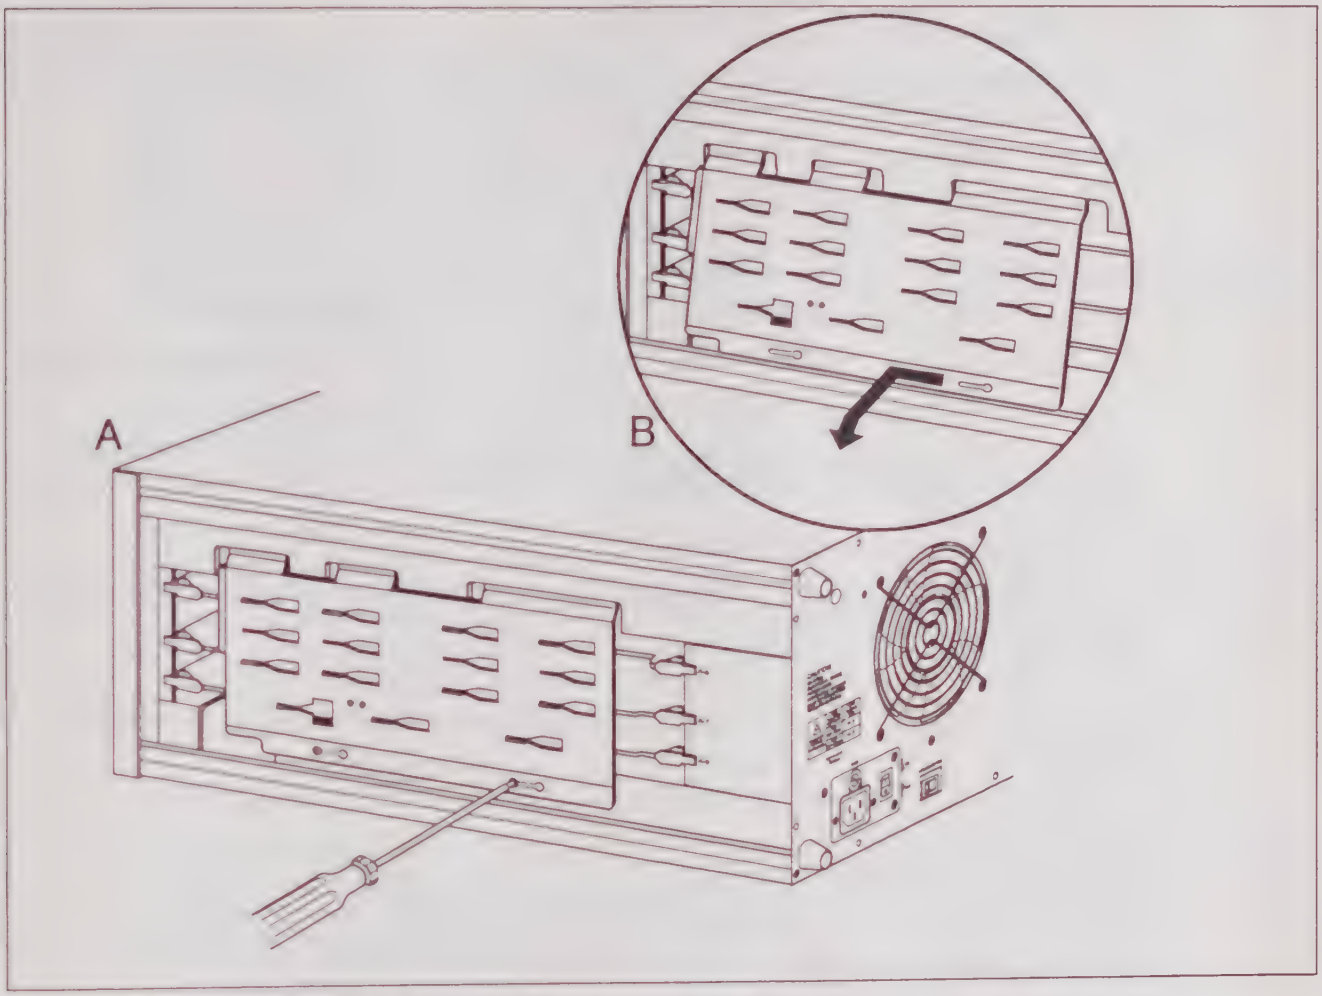

**Figure 3-5. Loosening the screws on the right cardcage retainer.**
1. After removing the cover panel loosen (but do not remove) two screws on the front of the cardcage retainer (see Figure 3-5).